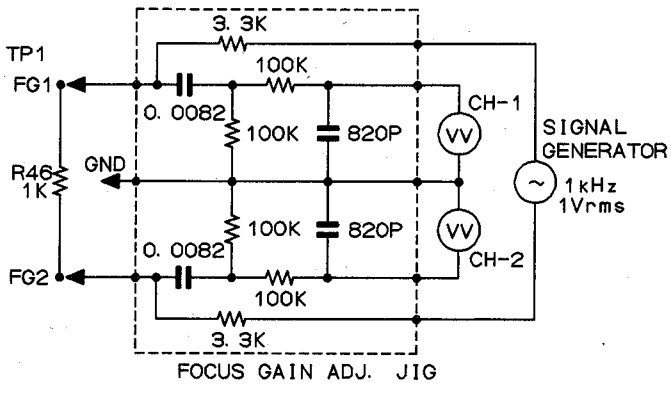

Figure 26-3
*2: Apply sine wave (Oscillation Frequency 1.0 kHz 1.0 Vrms) as shown in Figure 26-3.
✻2: Eine Sinuswelle wie in Abbildung 26-3 dargestellt zuleiten (Schwingungsfrequenz 1,0 kHz, 1,0 Veff).
✻2: Appliquer une onde sinusoïdale (fréquence d'oscillation 1,0 kHz, 1,0 Vrms) comme indiqué dans la figure 26-3.